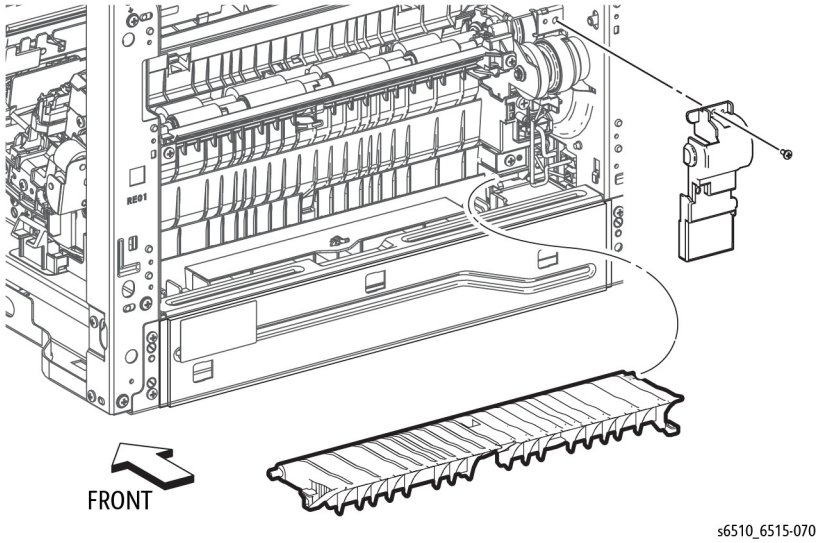

Figure 1 Remove the Rear Duplex Cover and Lower Duplex Chute
3. Refer to Figure 1 to remove the one screw (silver, M3x6mm) attaching the Rear Duplex Cover and remove the cover.
4. Refer to Figure 1 to rotate the Lower Duplex Chute 90 degrees toward the rear, and remove the Lower Duplex Chute.